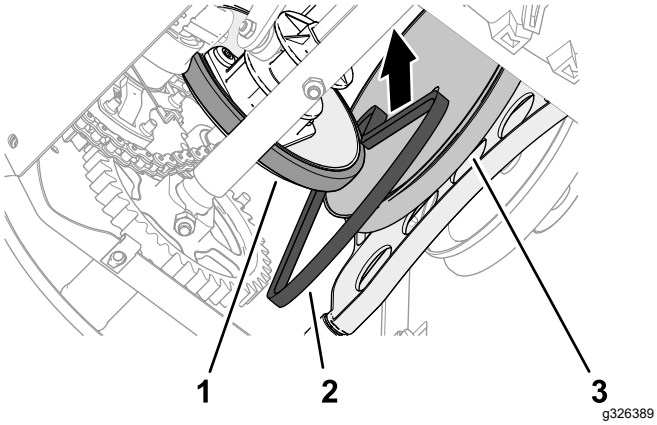

Figuur 49
1. Duw de tractie-aandrijfriem tussen de frictie-aandrijfplaat en de tractiepoelie en plaats de riem op de machine (Figuur 49).